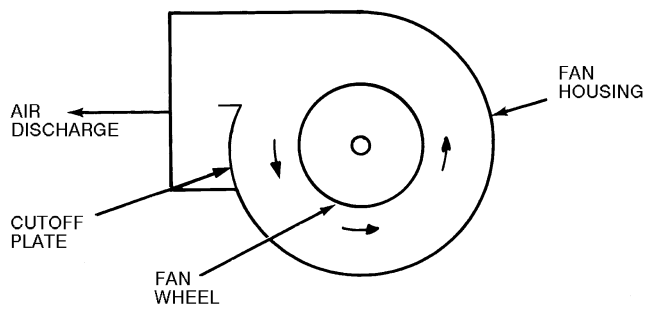

**Fig. 18 — Fan Rotation**
If complete belt replacement is required during servicing, loosen the motor plate mounting bolts (Fig. 18), move motor/plate assembly towards fan pulley, and pull belt(s) off pulleys. Reverse the procedure with new bolts and readjust deflection.
**Fan Rotation** Correct fan rotation with respect to fan outlet is shown in Fig. 18.